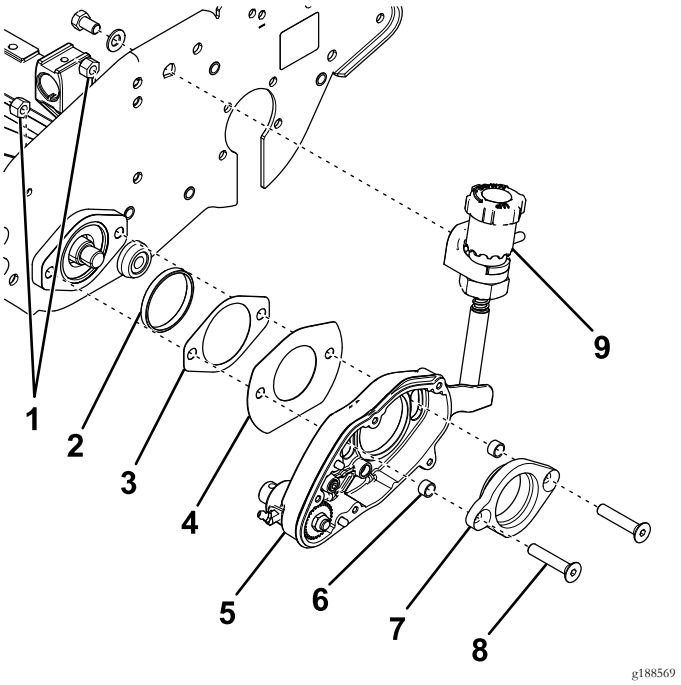

Figura 6
2. Insira o anel adaptador na caixa de rolamentos do cilindro na placa lateral (Figura 6).
3. Insira os dois parafusos de cabeça chata através do adaptador do rolamento e deslize os novos espaçadores para as extremidades (Figura 6).
4. Insira o adaptador de rolamento na caixa do rastelo (Figura 6).
5. Deslize a cobertura da ranhura e a nova junta sobre os parafusos da cabeça chata (Figura 6).
6. Insira os parafusos de cabeça chata através da caixa do rolamento do cilindro e prenda-os com duas porcas de bloqueio (Figura 6).
7. Prenda o manípulo de ajuste na placa lateral com um parafuso e anilha (Figura 6).